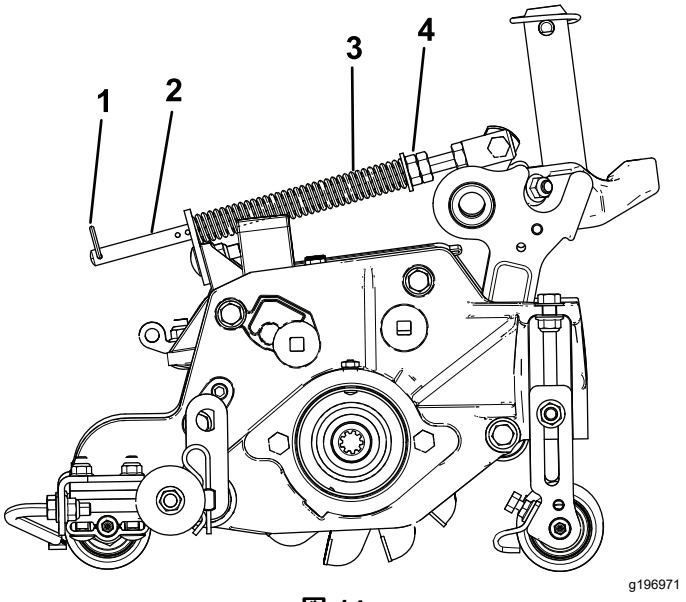

図 14
1. スプリングロッドの後穴にヘアピンコッターを忘れずに取り付けてください図 14。
2. スプリングロッド前部の6角ナットを締めて、スプリング圧縮状態の長さが15.9 cm になるようにする図 14。